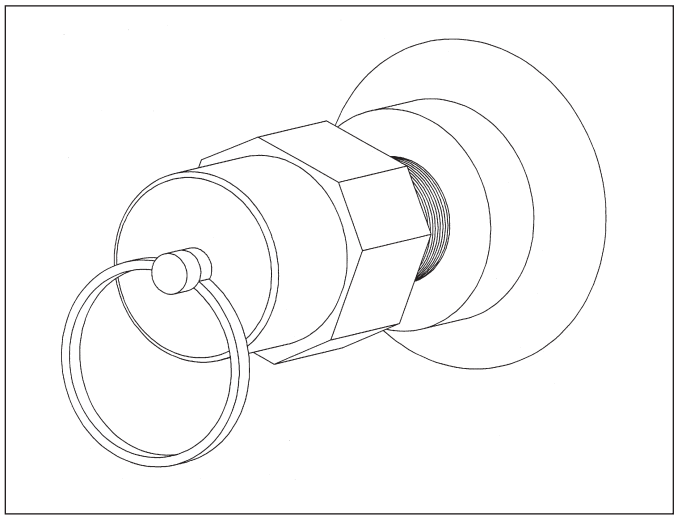

Figure 2.
3. Under normal conditions, the transformer leaves the factory with a slight vacuum (negative pressure) in the tank over the oil. However, positive pressure may have been requested or have developed in the tank during shipment or storage. Continued absence of either negative or positive pressure may indicate a leak at a gasket seal or tank seam, and require further investigation. To leak test transformer, remove the pressure relief valve (see Figure 2) and pressurize the headspace to ensure that there are no leaks. The test pressure should not exceed 7 psig. The established pressure should be maintained for at least four hours to ensure that all the seals are proper.
CAUTION: Elevated Pressure. Can cause severe personal injury. Do not remove liquid level plug before venting transformer to zero pressure. Pull ring on pressure relief valve to relieve pressure (see Figure 2).